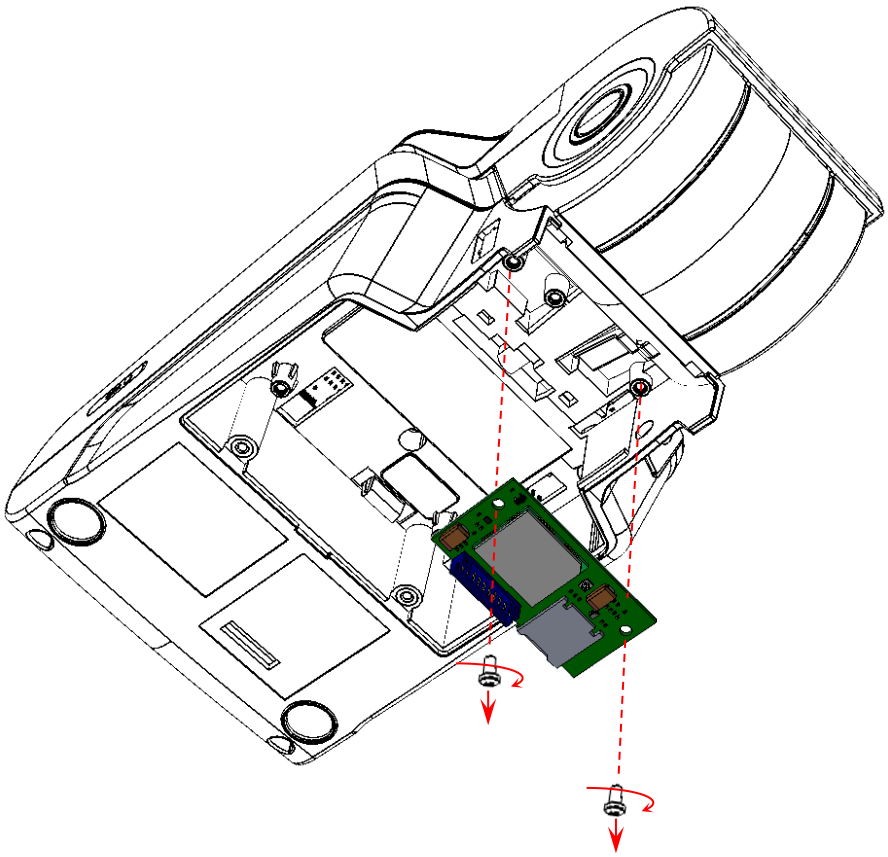

Рисунок 13. Извлечение модуля коммуникации
7. Если установлен модуль коммуникации, то отключить кабель от модуля, открутить саморезы и извлечь модуль коммуникации из отсека (подробнее смотрите рисунок 13).